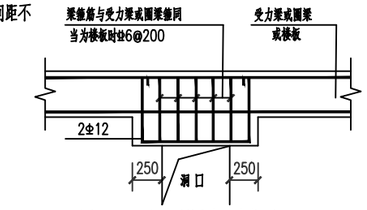

图7.4.1 门窗洞口结构大样图
7.4.1 门窗洞口过梁均按国家建筑标准图集G322-1~4选用GL-4XXn（XX为洞口宽度），当墙体承重时n=2，当墙体非承重隔墙时，n=0；当洞顶离结构梁（或板）底小于等于该处钢筋混凝土过梁高度时，过梁与结构梁（或板）浇成整体，按图7.4.1施工。过梁两端各伸入支座砌体内的长度≥墙厚且≥240。本工程门窗宽度大于4.2米而无法按图集选用过梁类型时，于门窗顶设梁200X500，上下各3⌀18，箍筋⌀8@150(2)，纵筋两端锚入框架柱或框支柱中不少于40d。